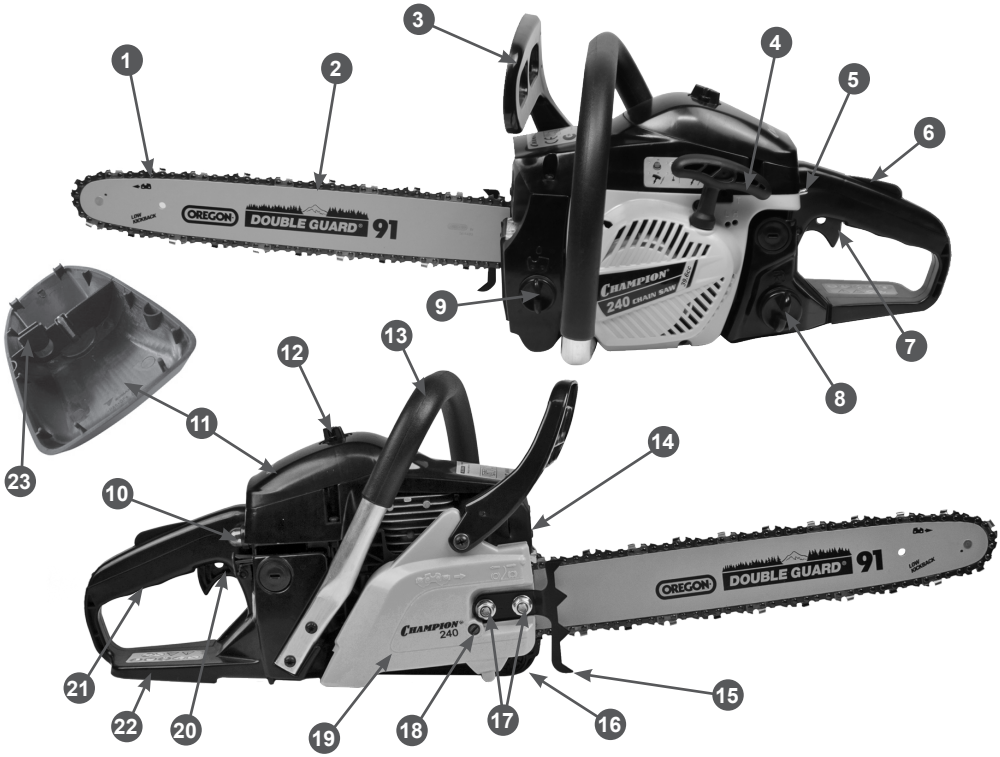

Рис. 1 Основные узлы и органы управления
Основные узлы и органы управления представлены на Рис.1.
2. Открутите гайки крепления 17 и снимите крышку шины 19 (Рис. 1).
5. Вращая винт шестерни натяжителя цепи 18 (Рис. 1) против часовой стрелки, установите палец натяжителя в крайнее левое положение. Установите на место крышку шины.
Установите зубчатый упор 15 (Рис. 1) на крышку шины.